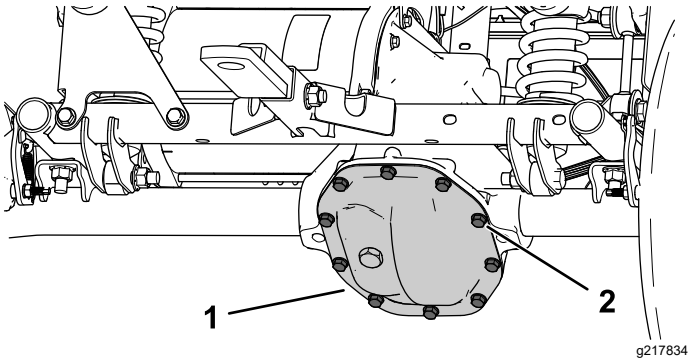

**Figur 51**
1. Anbring en dræningsbakke under transmissionsdækslet (Figur 51).
2. Fjern boltene fra transmissionsdækslet, og dræn væsken helt (Figur 51).